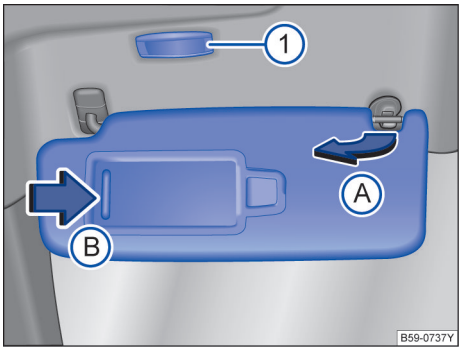

图 111 遮阳板
– 用一只手按压旋转轴的一端，用另一只手的拇指按压卡扣的上端，并用其它的手指将遮阳板倾斜上抬，并缓缓取出，否则容易造成上方固定点的损坏 → 图 111 Ⓐ。